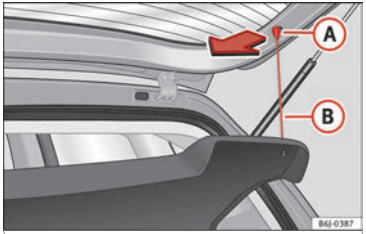

Fig. 133 In the luggage compartment: removing and installing the rear shelf
- Unhook the loops ››› **Fig. 133** (B) from housings (A).